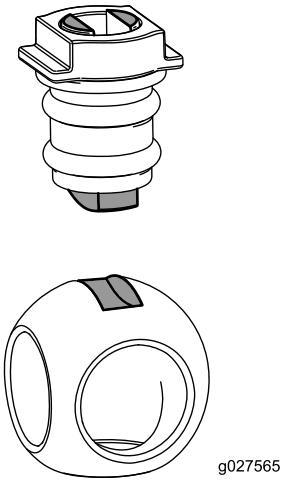

Figur 74
6. Indsæt kuglen i ventilhuset (Figur 74).
Bemærk: Ventilspindelen skal passe i kugledrevsåbningen. Hvis ventilspindelen ikke passer, justeres kuglens placering (Figur 74).